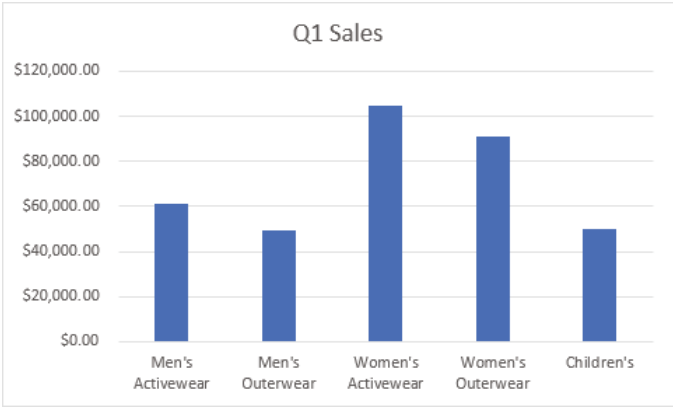

Figure 7.10: A column chart for Q1 sales
5. Select the table and choose Insert - Recommended Charts. Choose the Clustered Column option. Click OK to insert the chart onto the active worksheet. Figure 7.10 shows the completed chart.